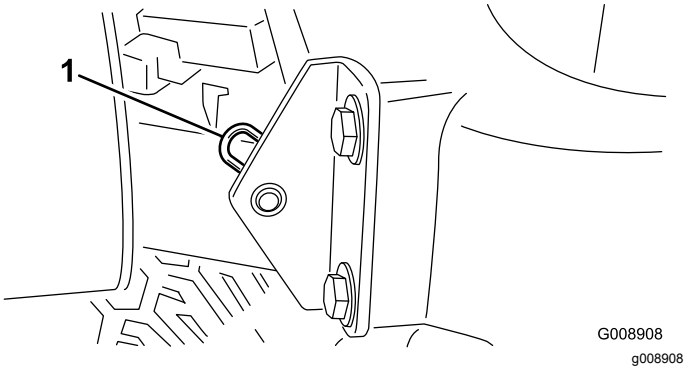

Figuur 48
2. Verwijder de borgpen waarmee het draaipunt van de motorkap aan de montagebeugels is bevestigd (Figuur 48).